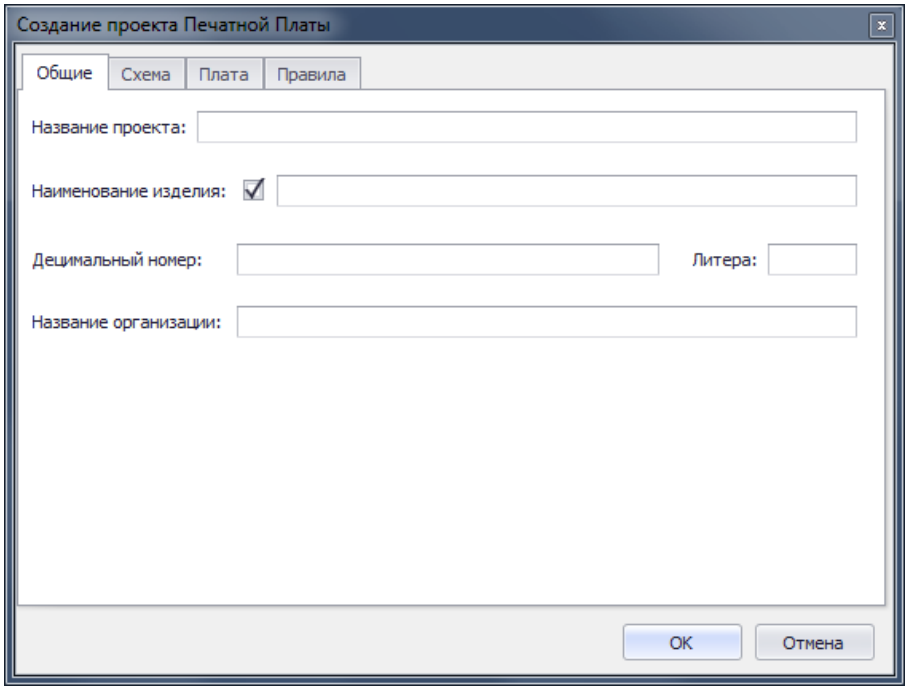

Рис. 321. Окно «Создание проекта печатной платы»
3. Заполните необходимые данные в окне «Создание проекта печатной платы» и нажмите кнопку «ОК», см. Рис. 321.